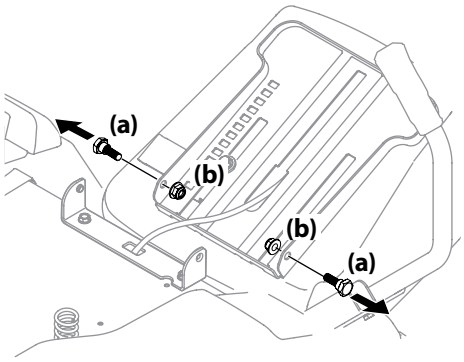

Figura 2-3
2. Quite los dos tornillos con reborde (a) y las tuercas de seguridad (b) con brida del contenedor del asiento tal como se muestra en la Figura 2-3.